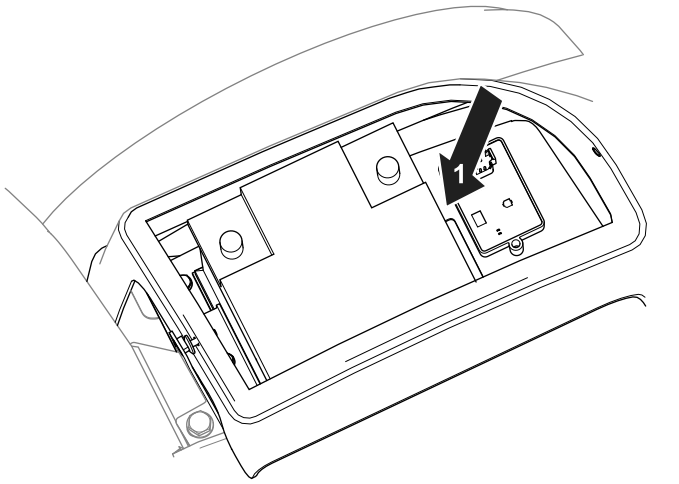

Figur 19
9. Bruk et kabelfeste for å rulle sammen eventuell ekstra ledningssats foran batteriet (Figur 19).